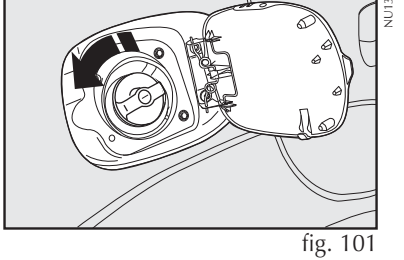

fig. 101
- segure a tampa e gire a chave no sentido anti-horário (algumas versões); prossiga girando a tampa **fig. 101** até o seu completo desalojamento;